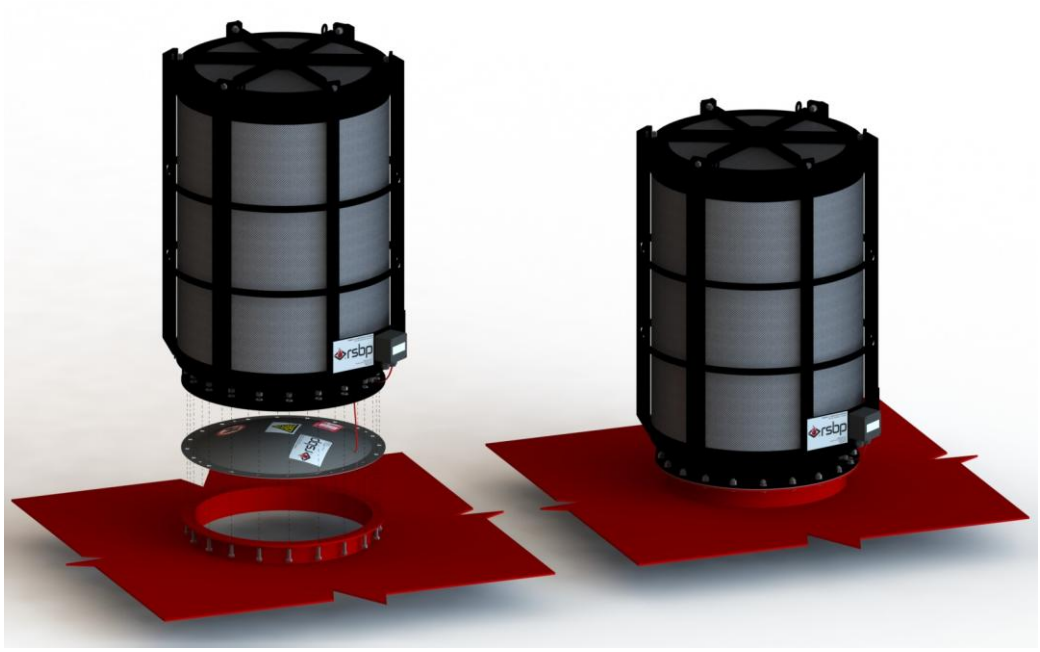

Рис. 10 – Монтаж кругового пламягасителя
5) Круговой или прямоугольный пламягаситель центрально приложится к фланцу и соединится при помощи болтов и гаек соответствующим крутящим моментом (рис. 10 и 11).